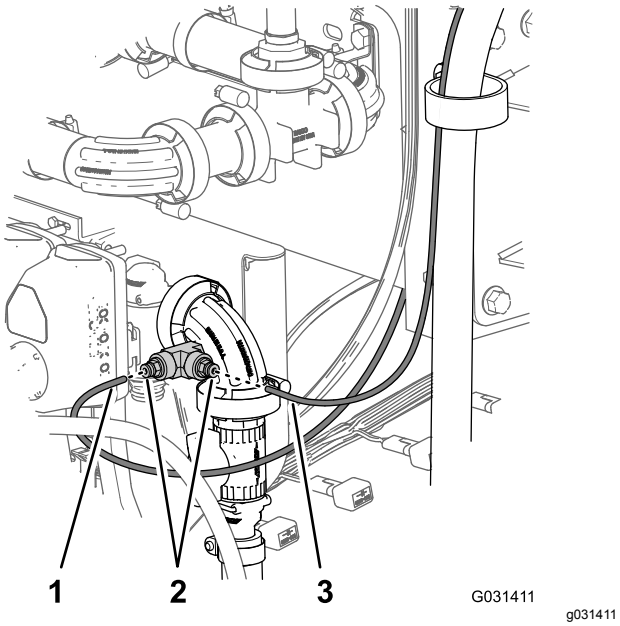

Figur 186
4. Før enden av det trykkfølsomme røret til trykkmåleren til dashbordpanelet inn i rørkoblingen til slangen sitter helt på plass i koblingen (Figur 186).
5. Før enden av det trykkfølsomme røret til trykkmåleren for slangetrommelen inn i rørkoblingen til slangen sitter helt på plass i koblingen (Figur 186).